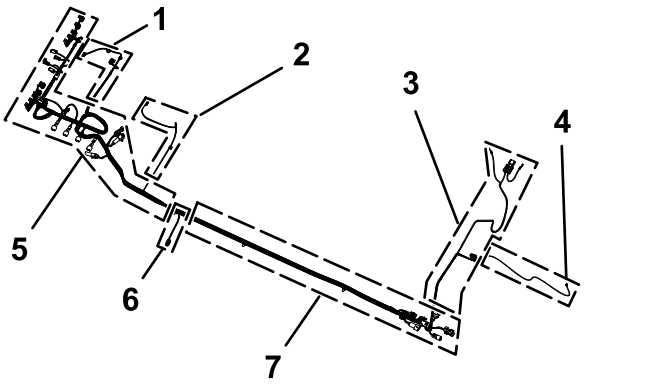

Figur 83
1. Find 165 cm og 203 cm afgreningen af det nye elektriske ledningsnet (Figur 83).